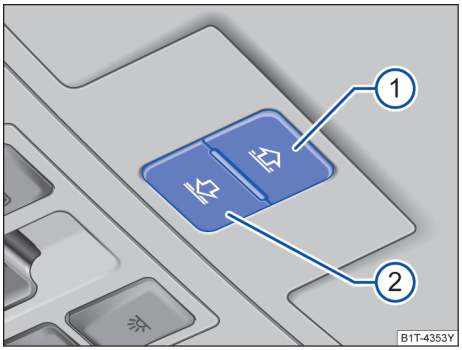

图 73 在顶篷中：遮阳卷帘的按钮
按钮→ 图 73 ① 和 ② 设有 2 挡位置。1 挡位置：可完全或部分打开或关闭遮阳卷帘。